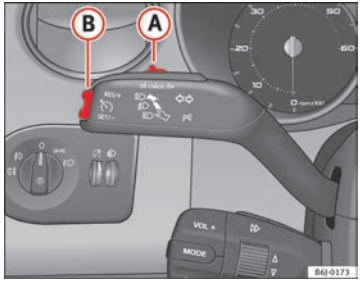

Fig. 115 Turn signal and main beam headlight lever: switch and rocker switch for the cruise control
- when the lever (A) is moved in the direction of **OFF** without fully being engaged.
To resume cruise control, release the brake or clutch pedal or reduce the vehicle speed to less than 180 km/h (110 mph) and press once on the upper part of the rocker switch **RES** ⇒ Fig. 115 (B).